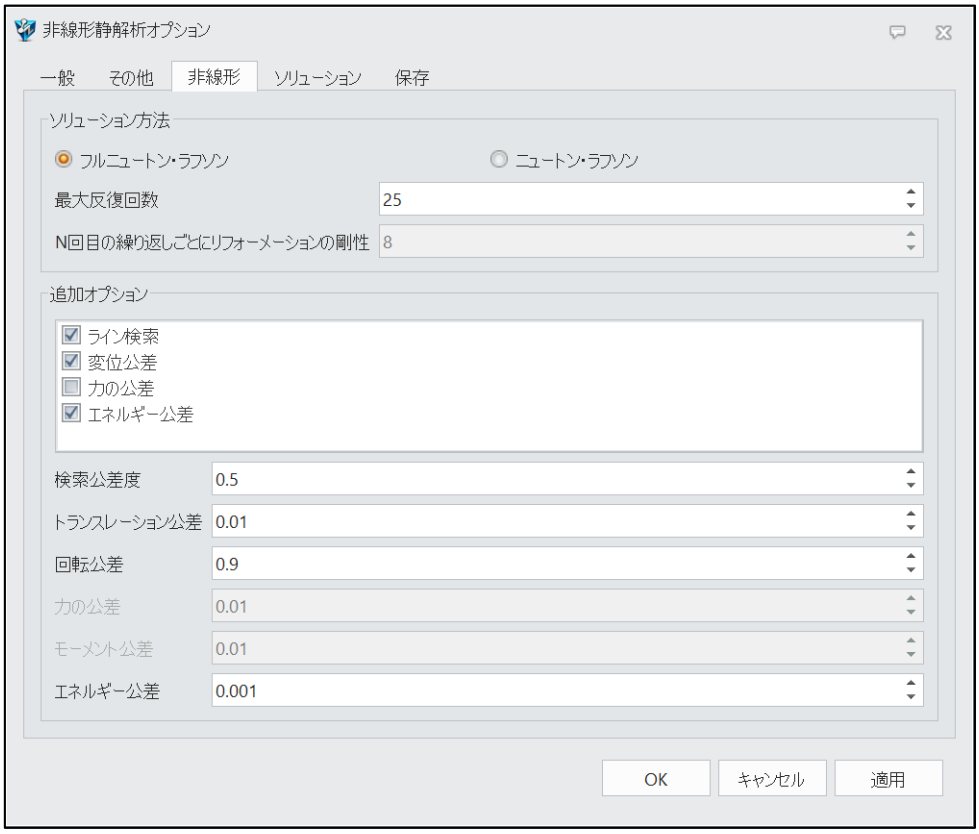

図 16　非線形タブ
STEP 03 [非線形] タブで [回転公差] を 0.9 に設定します。その他パラメータは図 16 のように設定します。